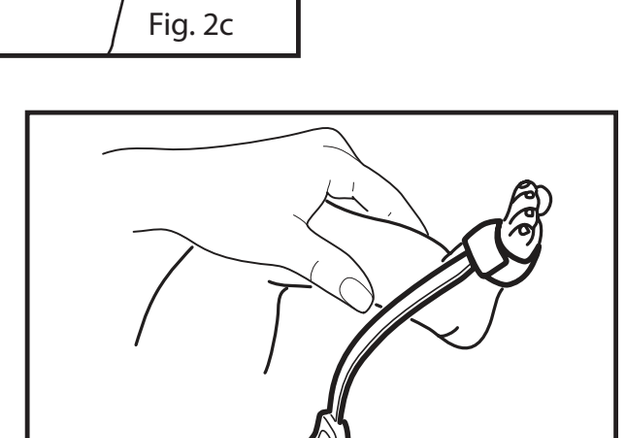

Fig. 3b
2. Consulte la **Fig. 3b.** Envuelva la banda adhesiva alrededor del aspecto lateral del pie/mano y asegúrese de que el emisor (✳) quede alineado con el detector. Procure mantener la alineación correcta entre el detector y el emisor mientras coloca la banda adhesiva para fijar el sensor.